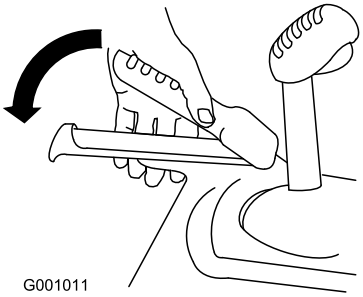

Рисунок 34
1. Для включения привода тяги прижмите левый рычаг (тяги) к рукоятке (Рисунок 34).